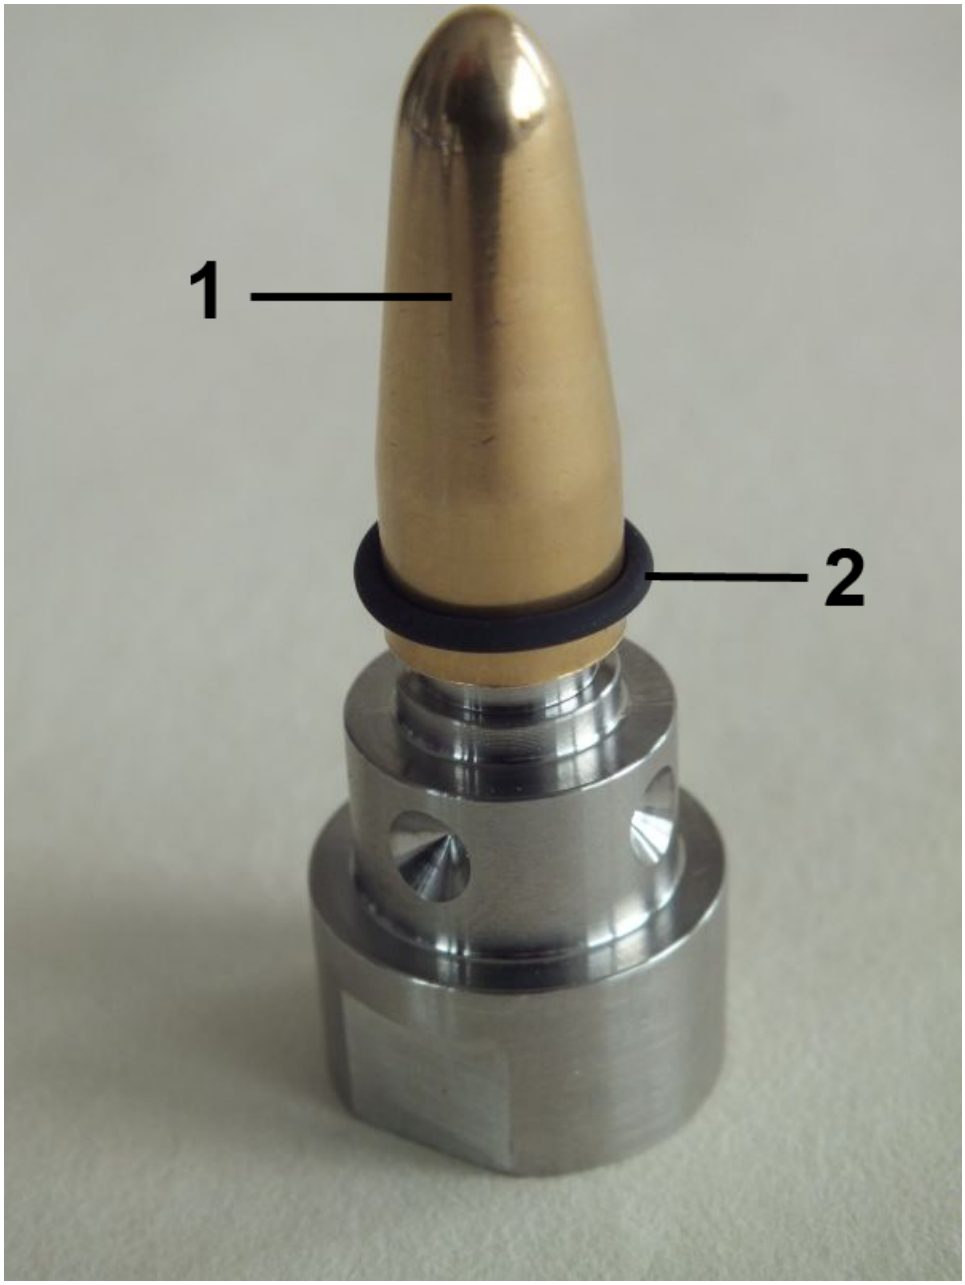

Fig. 40: O-ring (seal)
1. Carefully pull the O-ring (seal) (*Fig. 40*/2) onto the screw connection using the O-ring installation tool (*Fig. 40*/1) so that it sits in the upper O-ring seat of the screw connection. (*Fig. 42*). When doing so, be careful not to overstretch the O-ring.